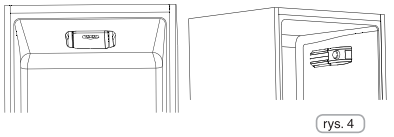

rys. 4
- Termostat do sterowania urządzeniem znajduje się wewnątrz komory lodówki (rys. 4). Obrócić pokrętło termostatu poza położenie „0". Gdy drzwi lodówki są otwarte świeci się lampka.